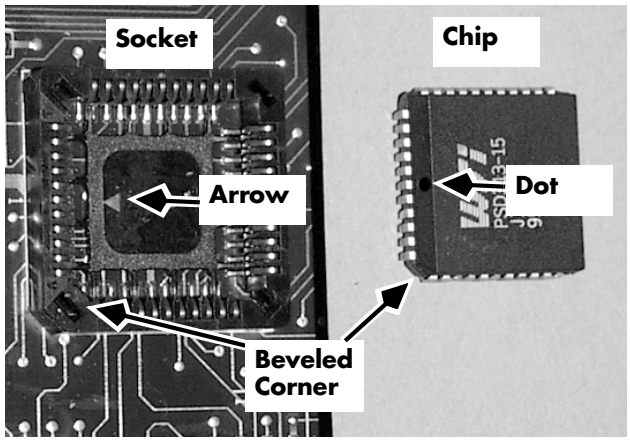

Figure 7-96: Firmware Socket and Chip
2. Notice the beveled corner and the arrow in the chip socket. Notice the beveled corner and the dot on the beveled edge of the chip. See Figure 7-96 on page 7-116.